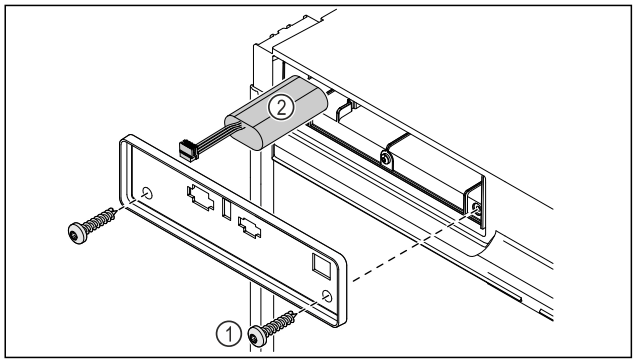

Fig. 228
▶ Deșurubați șuruburile și scoateți capacul de pe partea din spate a aparatului *Fig. 228 (1)*.
▶ Deconectați și scoateți bateria *Fig. 228 (2)*.